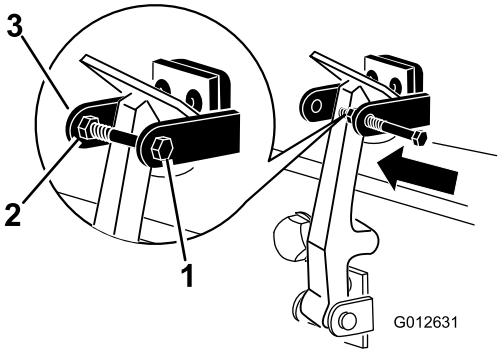

Figuur 8
7. Schroef de bout in de andere arm van de vergrendelbeugel om de sluiting te vergrendelen (Figuur 8). De bout stevig aandraaien, maar de moer niet.